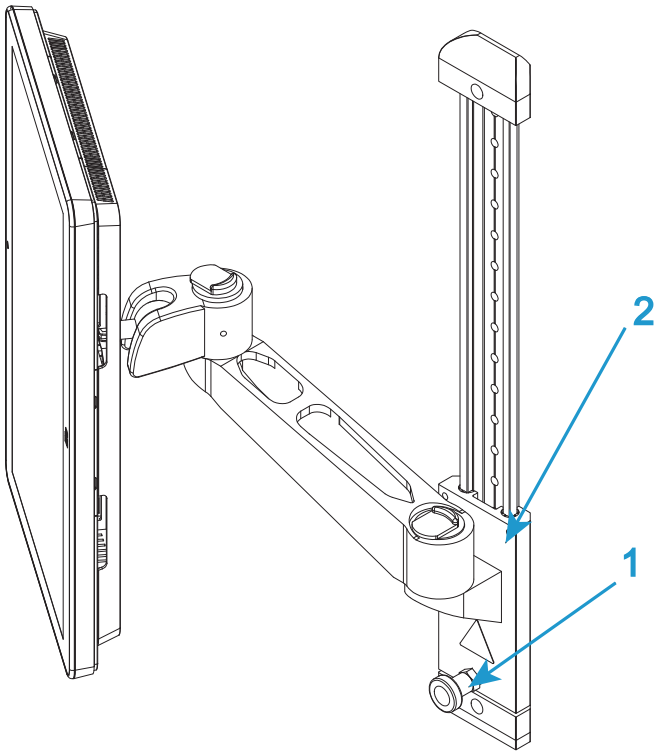

*图 11. 高度调整*
1. 您可调整 Bluehill® 操作员控制面板 的高度，以便使不同的操作员可以舒适的操作。松开闩锁（第 44 页图 11 中的 1），滑动安装臂（第 44 页图 11 中的 2）滑至所需高度。重新拧紧闩锁。